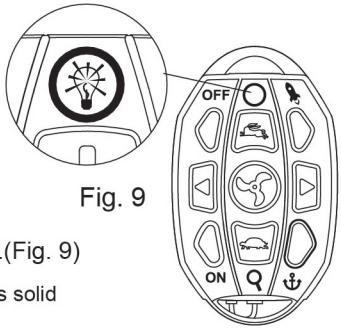

Fig. 9
4.Press “OFF” button to turn of remote control. Light is now off.(Fig. 9)